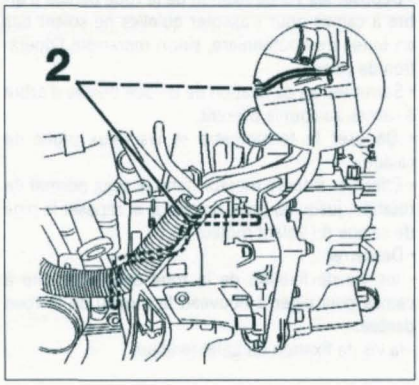

FIGURE 1-7
• Piger le volant moteur à l'aide de l'outil (2) approprié :
- moteur DW10 : PSA C.0188.Y **(figure 1-7)**.